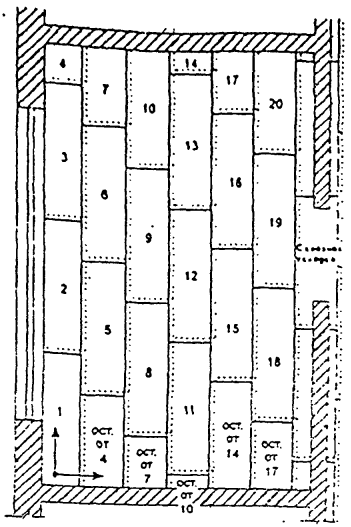

Рис. 1 Схема раскладки сборной стяжки из ГВЛВ на слой теплозвукоизоляции из керамзитового песка (а) или пенополистирола (б)
5.36 Рекомендуемые схемы раскладки готовых элементов сборной стяжки в зависимости от материала теплозвукоизоляционного слоя приведены на рис. 1.